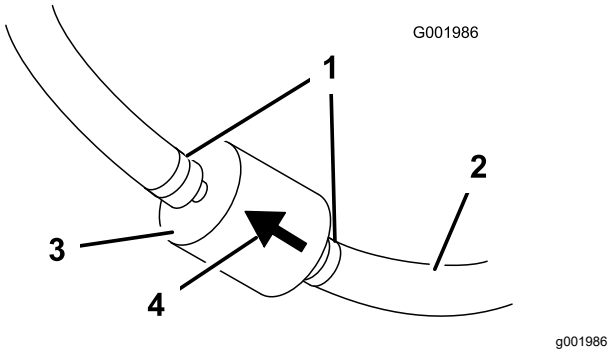

Figur 43
5. Kläm ihop ändarna på slangklämmorna och skjut bort dem från filtret (Figur 43).